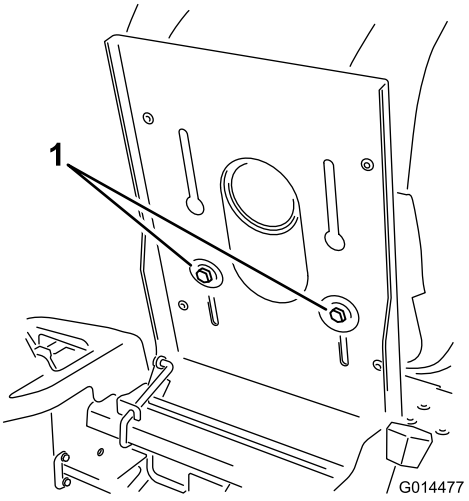

Figur 22
1. Höj upp sätet och lossa på justerskruvarna bara så mycket att det går att flytta på sätet (Figur 22).